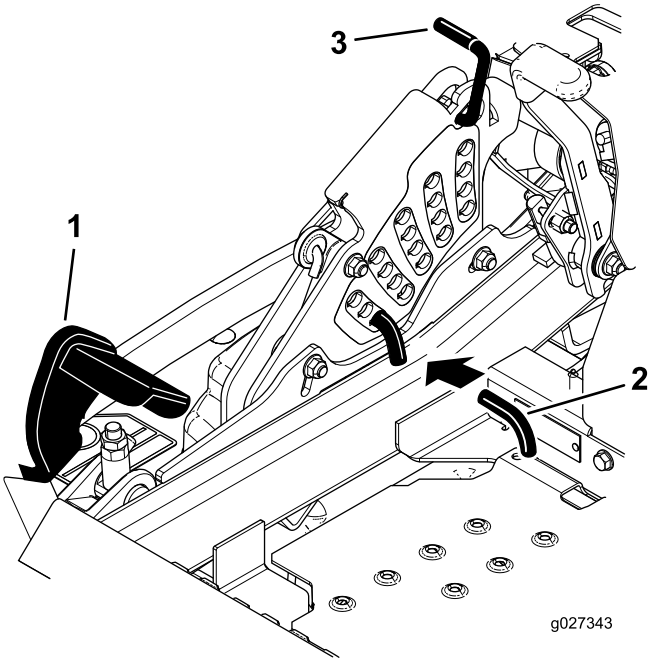

Figur 27
2. Tryck på däcklyftpedalen med foten och höj klippdäcket till transportläget (även klipphöjdsläget på 140 mm), se Figur 27.
3. Justera inställningen genom att vrida sprinten 90 grader och ta bort den från klipphöjdsfästet (Figur 27).
4. Sätt i sprinten i det hål i klipphöjdsfästet som motsvarar den önskade klipphöjden (Figur 27).